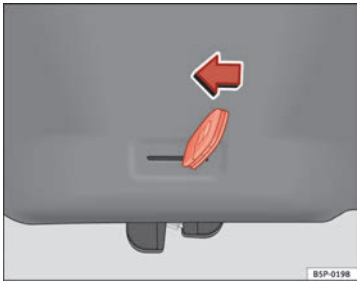

**Fig. 68 Rear lid: emergency open**
– Insert the key in the groove and unlock the locking system, turning the key from right to left, as shown by the arrow ⇒ Fig. 68.